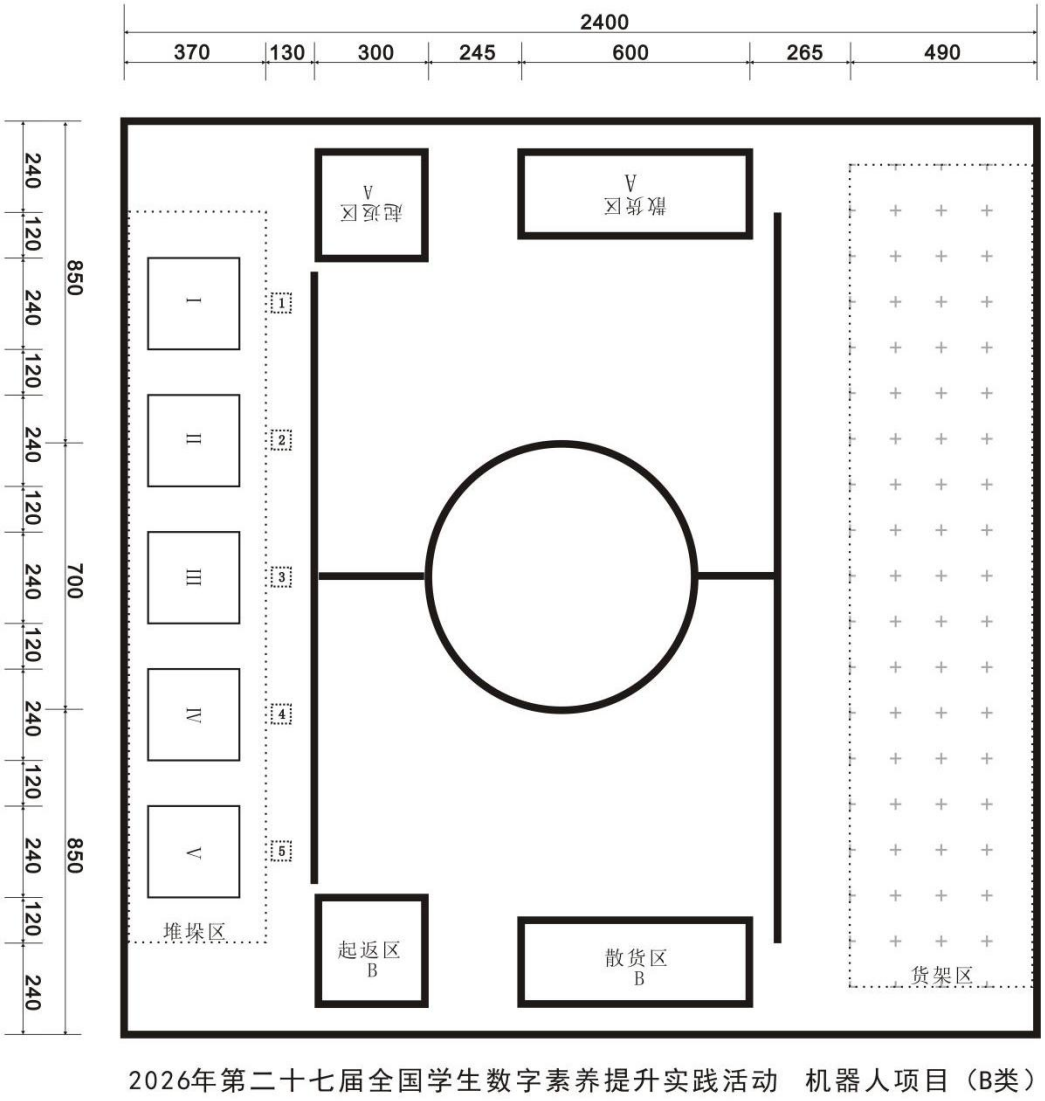

图 1 场地平面示意图
1.场地为大小约 2400mm×2400mm 的喷绘地图，周围有高约 150mm 的围栏，堆垛区设置 5 个垛点（I、II、III、IV、V），货架区“+”锚点用于定位货架摆放位置，各区域的分布如图 1 所示。边框及机器人行进定位用的辅助线条均为宽度 15-20mm 的黑色实线。